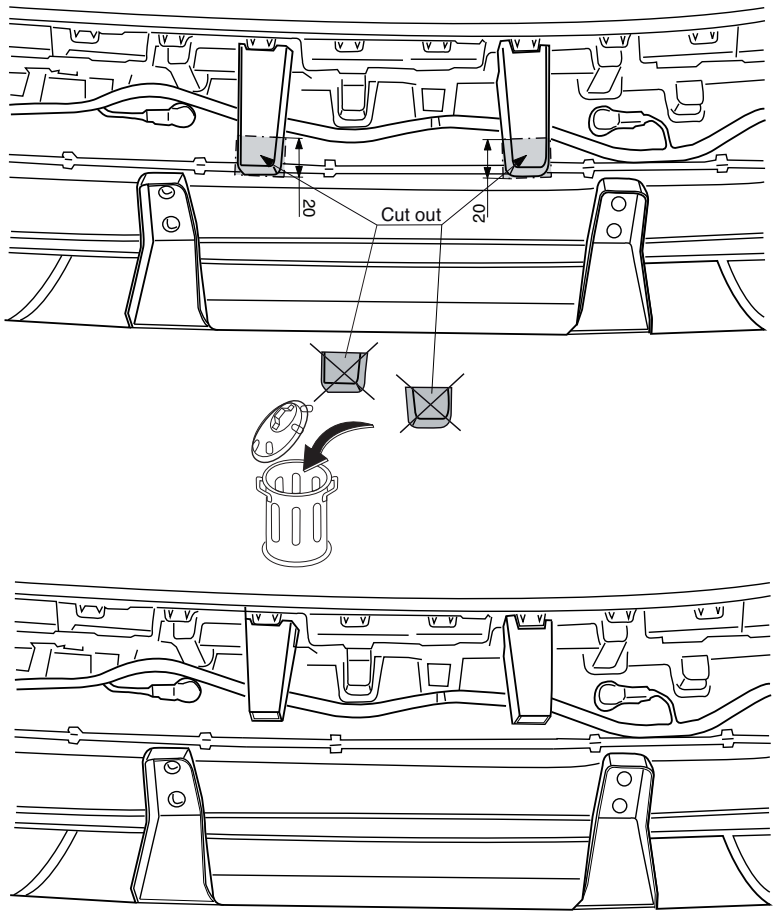

Fig.3
10. Saw out from the bumperinnerwork the section indicated in accordance with fig. 3.
10. Gemäß Fig. 3. die angegebenen Stücke aus der Stoßstangeninnenverkleidung heraussägen.
10. Scier les parties de la garniture du pare-chocs comme indiqué sur les fig.3.